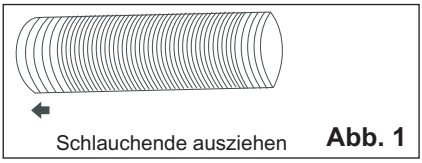
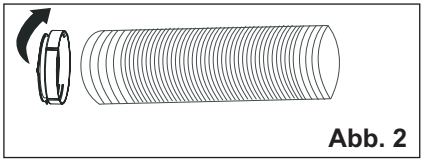

Abb. 1
Abb. 2
1. Ziehen Sie beide Enden des Schlauchs auseinander (Abb. 1), und schrauben Sie das Anschlussstück A (Abb. 2) auf den Schlauch.